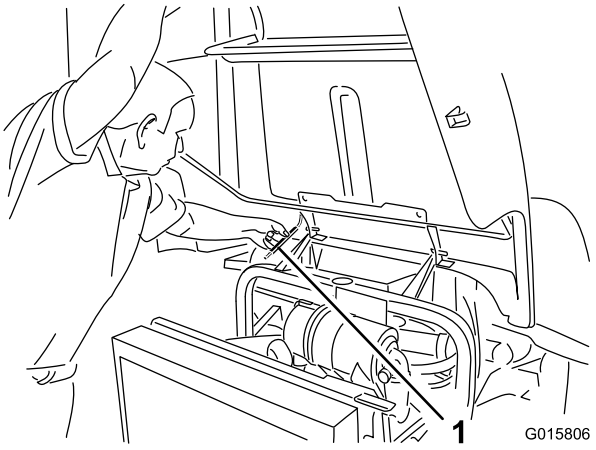

Figur 2
- Hæv motorhjelmen, så støttepinden kan placeres bag rammerøret (Figur 2).